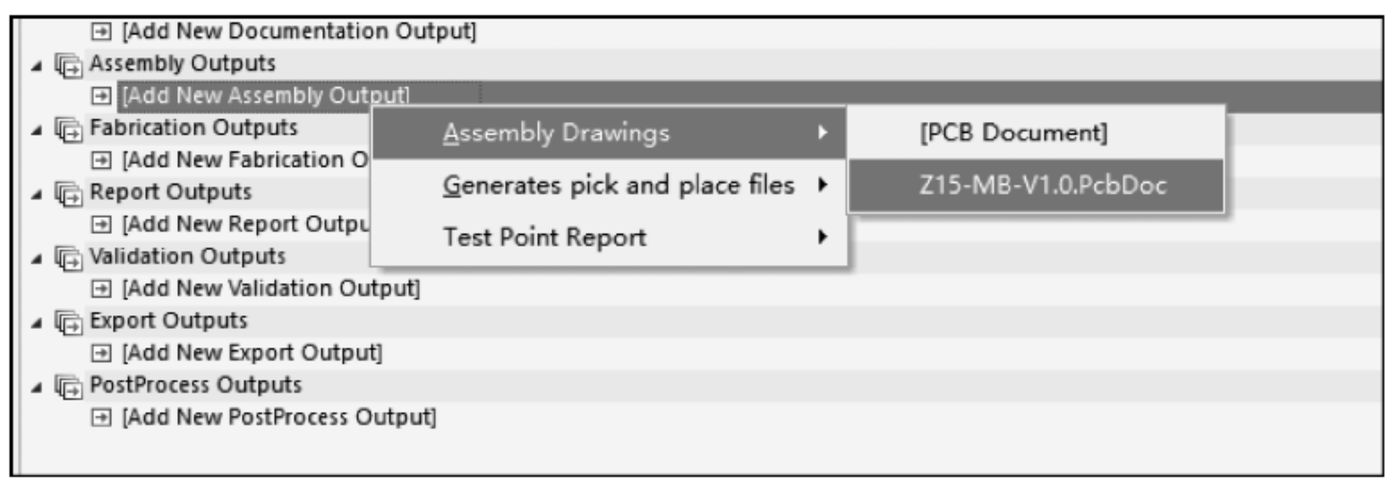

图 7-45　添加装配文件
(2) 将输出内容添加到 Output job。单击类别底部相应的“[Add New Assembly Output]”文本,在弹出的快捷菜单中选择所需的输出类型,添加所需类型的新输出。添加装配文件如图 7-45 所示。